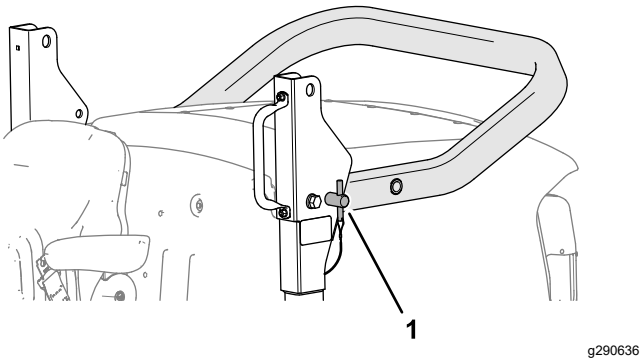

Rysunek 27
5. Wsuń sworznie pałąka bezpieczeństwa do dolnych otworów wsporników osi obrotu (Rysunek 27).